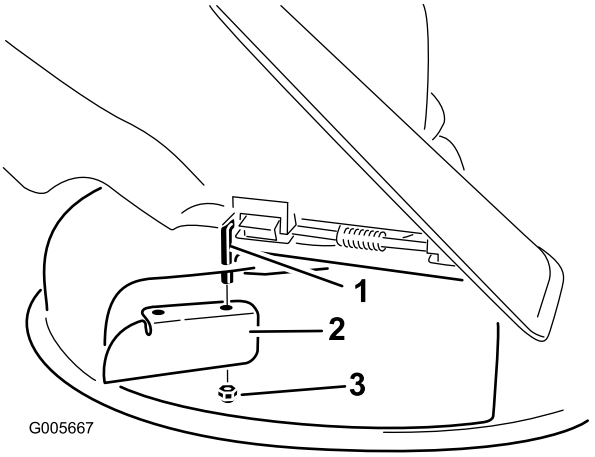

Figur 26
6. Montera kantskärmen på den synliga vridbara stången (Figur 26). Använd den befintliga låga muttern (3/8 tum) för att fästa skärmen på gräsklipparen.
2. Ta bort kantskärmen från maskinen (Figur 26).